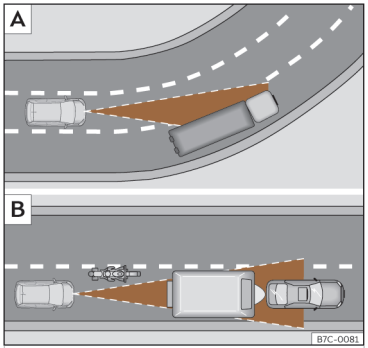

Abb. 133 A Fahrzeug in einer Kurve. B Vorausfahrender Motorradfahrer außerhalb des Erfassungsbereichs des Radarsensors.
Es ist möglich, dass die ACC das vorausfahrende Fahrzeug in der Kurve nicht erkennt oder die Entfernung zu Fahrzeugen einstellt, die sich auf anderen Fahrspuren befinden ››› **(Abb. 133)** A.
- Versetzt fahrende Fahrzeuge oder Fahrzeuge, die außerhalb des Erkennungsbereichs des Sensors fahren, z. B. Motorräder ››› **(Abb. 133)** B.